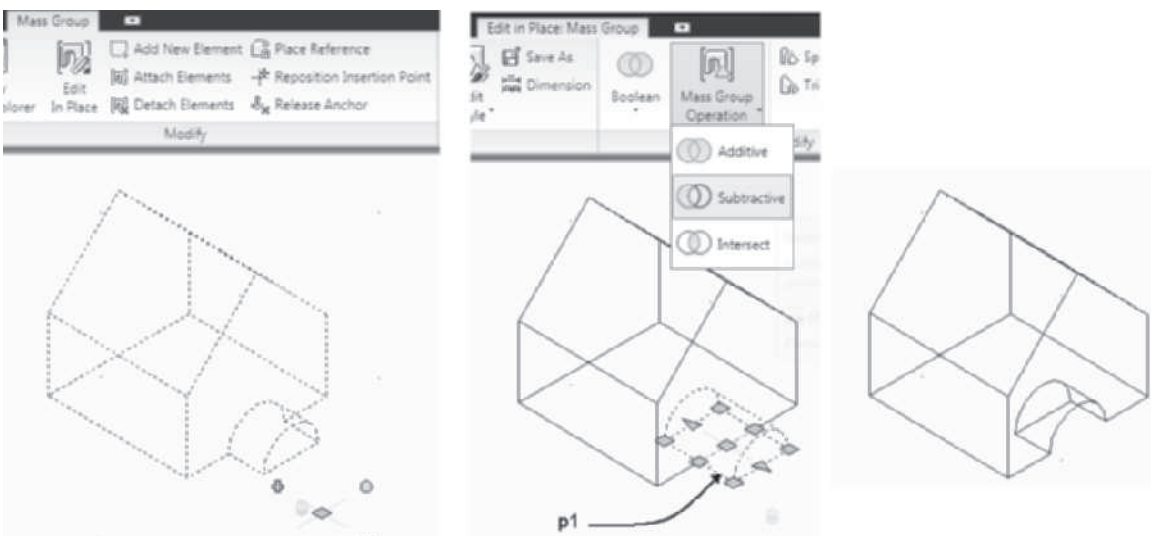

FIGURE 4.68 *Barrel Vault subtracted from the Gable mass element*
When a mass element is defined to subtract, its volume is cut from the group as shown in Figure 4.68. The **MassElementOpSubtract** command (refer to Table 4.30) is used to define the Subtract operation of a mass element. The element selected for the subtraction must be attached to the group after other elements from which it is subtracting its mass.
3. Select the mass element at p1 as shown in Figure 4.68. Choose Subtractive from the Mass Group Operation flyout.